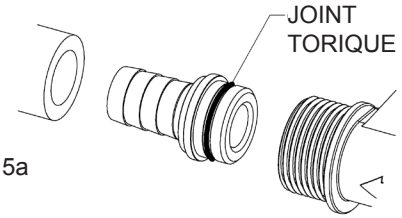

Figure 5a
5. Serrer les colliers de serrage pour sécuriser les flexibles d'aspiration et de refoulement aux raccords cannelés de façon à éviter toute fuite (Figure 5a à 5c).
5. Poser le flexible de refoulement avec pistolet sur le côté refoulement de la pompe à l'aide des raccords cannelés et du collier de serrage fournis (voir Figure 5a et b, page 5).